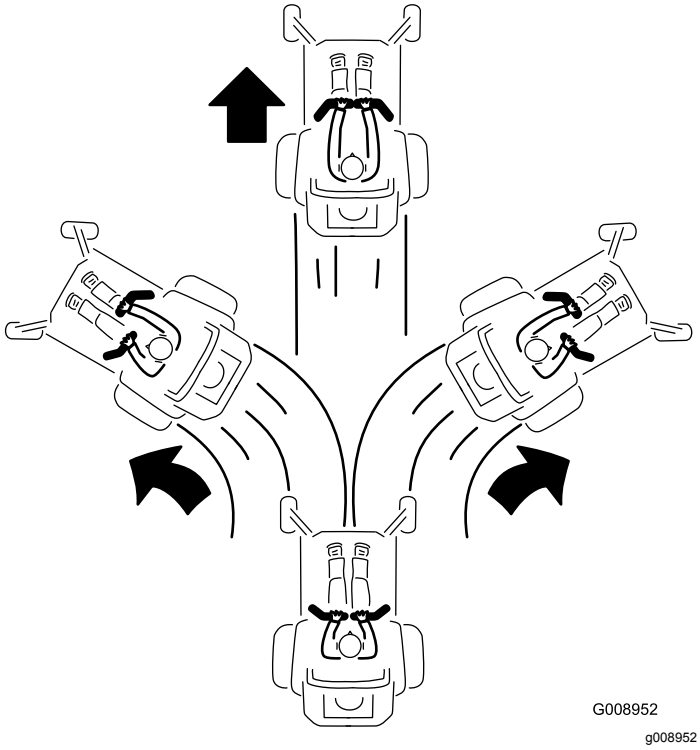

Figure 23
3. Pour vous déplacer en marche avant, poussez lentement les leviers de commande de déplacement vers l'avant (Figure 23).